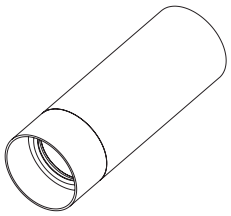
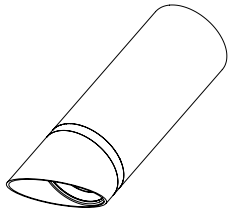

Fig. 3c
Fig. 4d
4. The installation is complete (Fig. 3c, Fig. 4d).
4. L'installation est terminée (Fig. 3c, Fig. 4d).